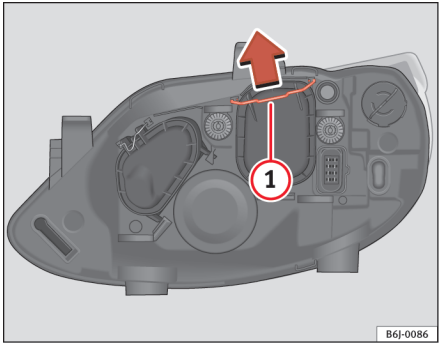

Fig. 142 Nærlys
– Skub støtten ⇒ fig. 142 (1) i pilens retning, og tag dækslet af.